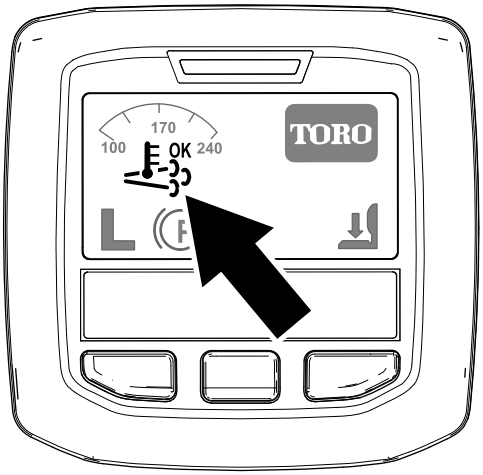

Figur 28
- Ikonet for hjelp-/tilbakestill-regenerering vises i InfoCenter (Figur 28).